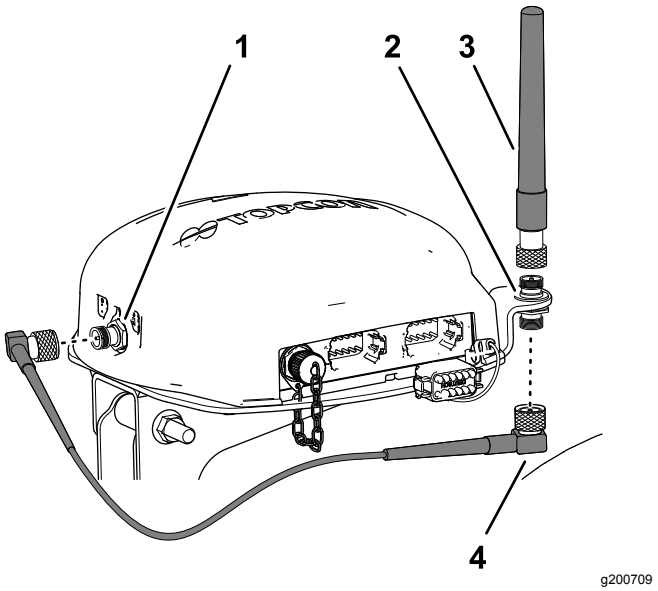

Figuur 158
3. Monteer de RTK-antenne op de bovenste fitting van de coaxiale koppeling en draai de kartelmoer van de antenne handmatig vast (Figuur 158).
4. Monteer de antennekabel losjes op de onderste fitting van de coaxiale koppeling (Figuur 158).
van de CDMA GSM cellulaire modem Figuur 158.
6. Sluit de antennekabel aan op de coaxiale connector van de CDMA of GSM cellulaire modem (Figuur 158).